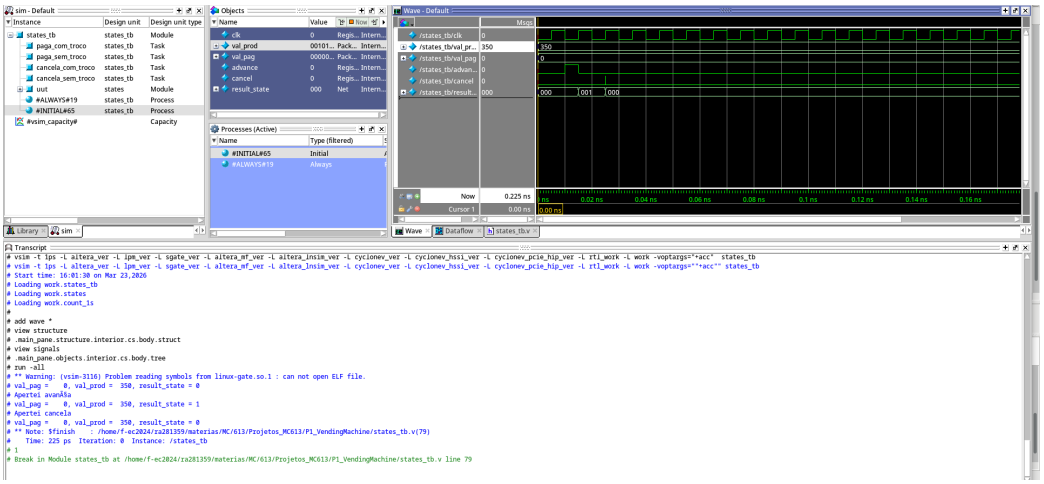

Figura 7: *Test bench* realizado para a máquina de estados realizando cancelamento sem troco
Na Figura 7, desempenhamos um cancelamento com troco, onde saímos do estado A (000) para selecionar o produto, partimos para B (001) para pagar o produto, o valor pago continua nula e ao cancelar retornamos a A (000).